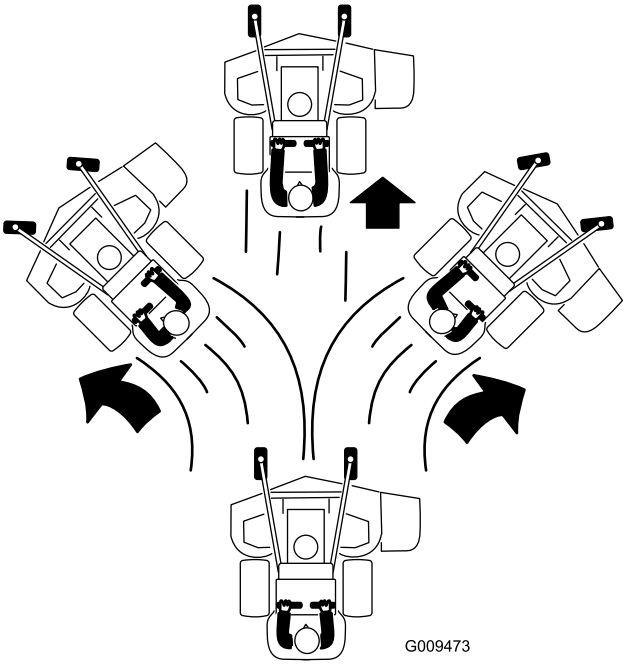

Figure 22
4. Poussez les leviers de commande de déplacement lentement en avant (Figure 22).